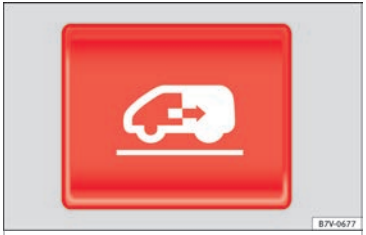

Fig. 135 On the dash panel, on the remote control key and on the interior lining of the sliding door: button for opening and closing the electric sliding door.
Opens the sliding door electrically.	Press the ››› **Fig. 135** button on the dash panel, on the remote control key and on the interior lining of the sliding door. The sliding door opens with the rollback anti-trap function as long as the button is not pressed again.
Closing the sliding door electrically.	Press the ››› **Fig. 135** button on the dash panel, on the remote control key and on the interior lining of the sliding door. The sliding door closes with the rollback anti-trap function as long as the button is not pressed again. As it closes, a warning sound is given.
- Press and hold the ⊡ ››› Fig. 135 button.